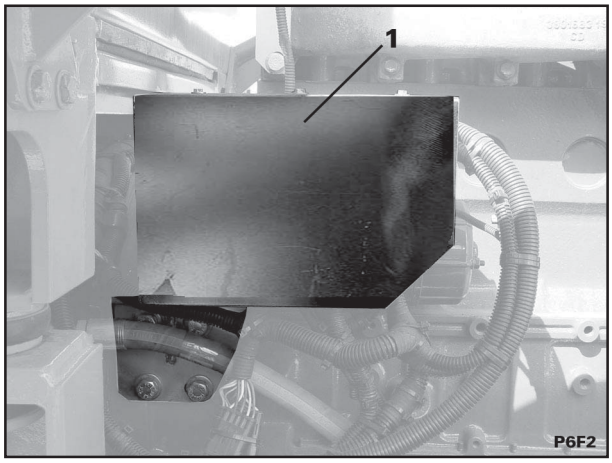

Fig. 2
2. Remova os parafusos e arruelas (setas – fig - 1) que fixam o suporte (1 – fig. 2), para ter acesso aos parafusos de fixação do motor de partida.